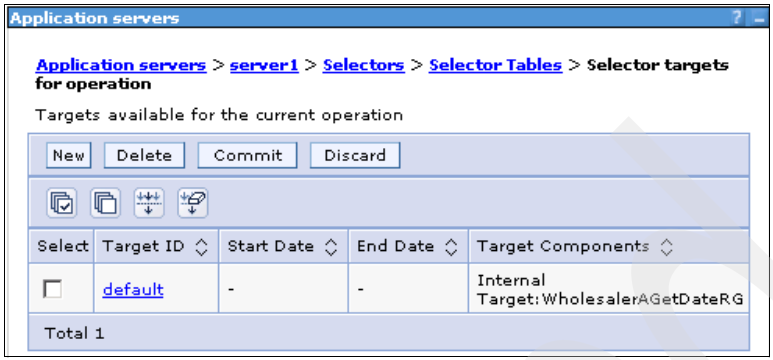

Figure B-19 Defined destinations for a selection
7. Click the **New** button to create a new destination (Figure B-19).